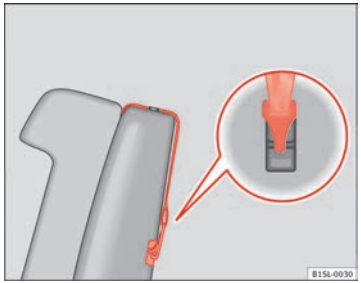

Fig. 54 Example of a upper retaining strap connected.
- Hook the upper retaining strap in the luggage compartment, to the corresponding retaining ring ⇒ fig. 54.